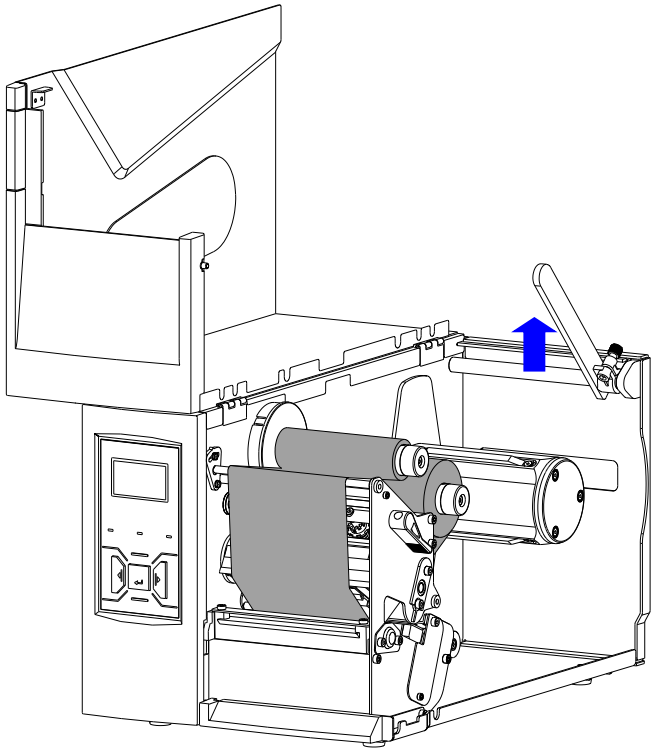

Figure 2-15 Lift the Baffle Arm
2. Loosen the Thumbscrew, then lift the Baffle Arm, as shown in Figure 2-15.